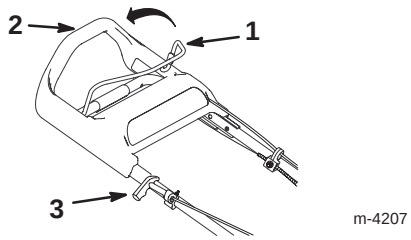

Bild 10
3. Halten Sie die Messersteuerstange gegen den oberen Handgriff gedrückt (Bild 10).